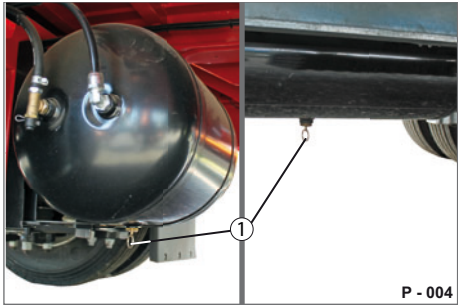

Abb. 33 Druckluftbehälter
▶ Drücken Sie den Betätigungsstift (Abb. 33/1) herein oder ziehen Sie ihn zur Seite.
▶ Lassen Sie den Betätigungsstift (Abb. 33/1) los, wenn kein Kondenswasser mehr austritt.